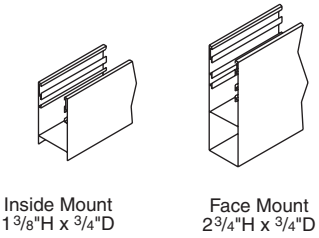

*Figure 8*
⑥ Install sill channel between side channels using appropriate fasteners (see Fig. 8). On some large LightBlocs, the sill channel is replaced by an angle. NOTE: Be sure of a centered and snug fit between side channels.